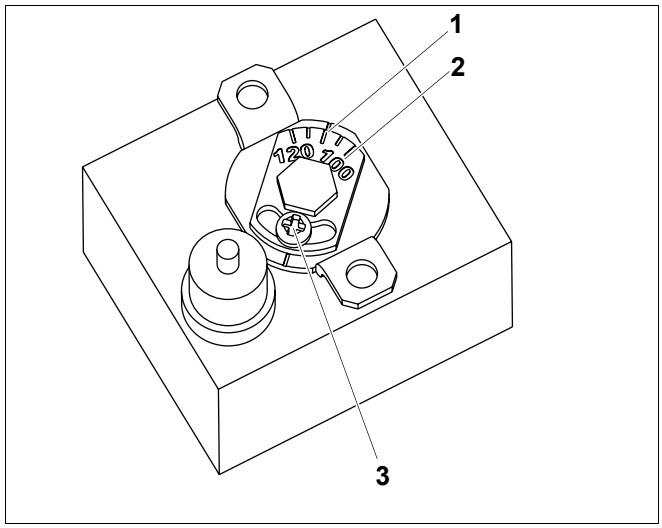
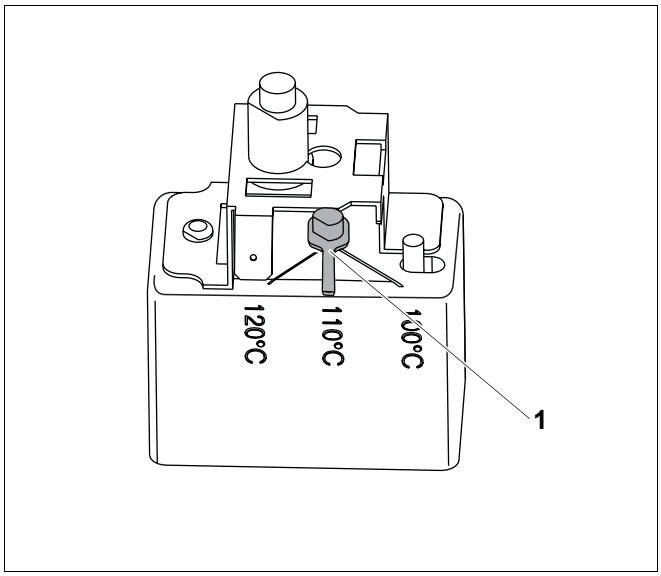

Rys. 79 Wariant A ogranicznika temperatury maksymalnej STB
Rys. 80 Wariant B ogranicznika temperatury maksymalnej STB
- Najpierw należy sprawdzić, który wariant ogranicznika temperatury maksymalnej zastosowano (por. rys. 79 i rys. 80).
Wariant A (rys. 79)
- Odkręcić śrubę (rys. 79, **poz. 3**).
- Ustawić blaszkę ze skalą temperatury (rys. 79, **poz. 2**) w oznakowanej pozycji (rys. 79, **poz. 1**).
- Ponownie przykręcić śrubę (rys. 79, **poz. 3**).
Wariant B (rys. 80)
- Ustawić dźwignię nastawczą (rys. 80, **poz. 1**) na odpowiednią temperaturę.